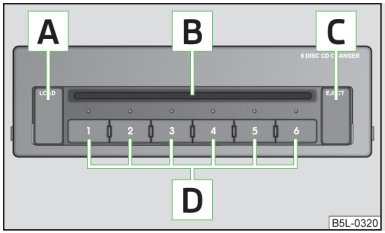

Fig. 99
› Touch the button C » Fig. 99 and guide the CD (compact disc) into the CD-case B. The CD is automatically loaded onto the lowest free position in the CD changer. The indicator light in the corresponding button D stops flashing.
› Press and hold the button C » Fig. 99 for longer than 2 seconds and guide the CDs one after the other (maximum 6 CDs) into the CD case B. The indicator lights in the buttons D stop flashing.
› Press the button C » Fig. 99. The indicator lights in the buttons D illuminate the memory spaces that are already assigned and flash in the case of free memory spaces.
› Press the button A » Fig. 99 to eject a CD. For assigned memory spaces, the indicator lights now illuminate in the buttons D.
› Press and hold the button A » Fig. 99 for more than 2 seconds. All CDs in the CD-changer are ejected consecutively.
- Always guide the CD into the CD case B » Fig. 99 with the printed side facing upwards.